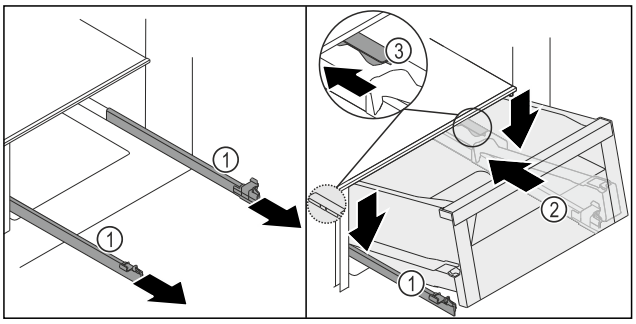
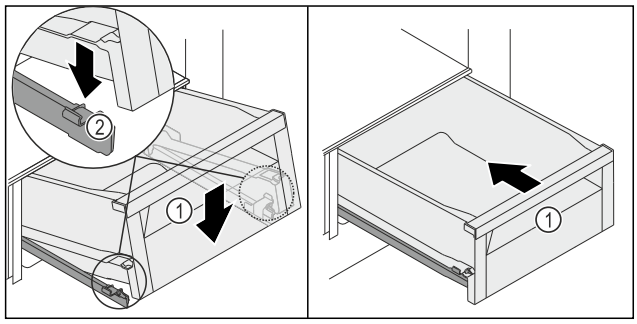

Fig. 115
Fig. 116
▶ Kolejničky *Fig. 115 (1)* pevně držte a zásuvku *Fig. 115 (2)* nasaďte shora za zarážkou *Fig. 115 (3)* na kolejničkách *Fig. 115 (1)*.
▶ Zásuvku *Fig. 115 (2)* na kolejničkách *Fig. 115 (1)* zasuňte až na doraz směrem dozadu.
▶ Zásuvku *Fig. 115 (2)* vpředu spusťte dolů tak, aby se zásuvka zasunula vlevo a vpravo do svorky *Fig. 116 (2)*.
▷ Zásuvka *Fig. 116 (1)* slyšitelně zacvakne.
▶ Zásuvku *Fig. 116 (1)* zasuňte.